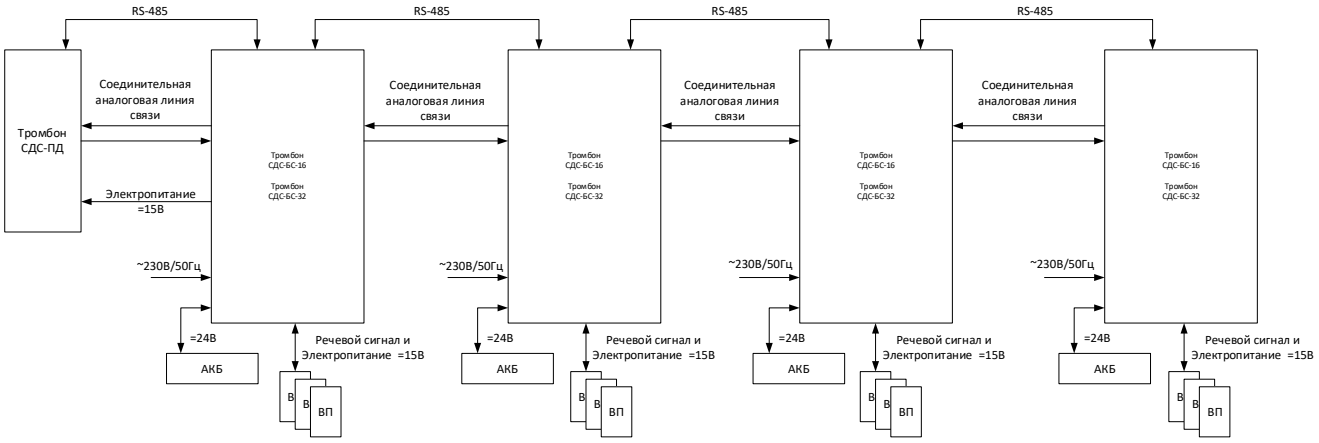

Рис. 1.1
1.4 В общем виде сеть СДС изображена на рис. 1.1
Система СДС в минимальном комплекте состоит из одного ПД и одного БС. К блоку БС может быть подключено до 16 зон связи. Максимальная комплектация включает два ПД и восемь БС. Блоки системы СДС соединяются последовательно с помощью витой пары. Команды управления для установления соединения и контроля передаются по 2-проводному интерфейсу RS485. Речевой сигнал передается по 4-проводной дифференциальной аналоговой соединительной линии (СЛ). Для верного распознавания направления вызова в системе условно определены два противоположных направления: Запад (WEST) и Восток (EAST). С учетом направлений соединения блоков БС выполняется, как показано на рис. 1.1. Вызывные панели (ВП) подключаются к блокам БС по 4-х проводной абонентской линии (АЛ). Инициатором вызова в СДС для установления соединения может выступать как ПД, так и ВП. В один момент времени в системе установленное соединение между ПД и ВП может быть только одно, но запросов на соединение от ВП может быть несколько. Диспетчер самостоятельно принимает решение, какой из запросов более приоритетный в текущий момент времени.